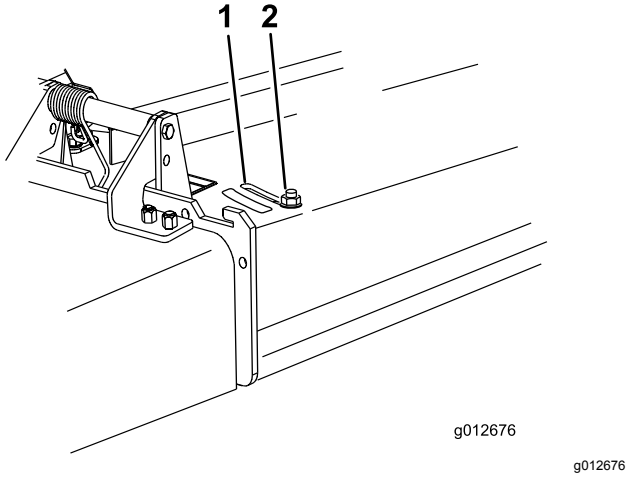

Rysunek 22
3. W celu wyregulowania przegrody poluzuj nakrętkę (Rysunek 22).